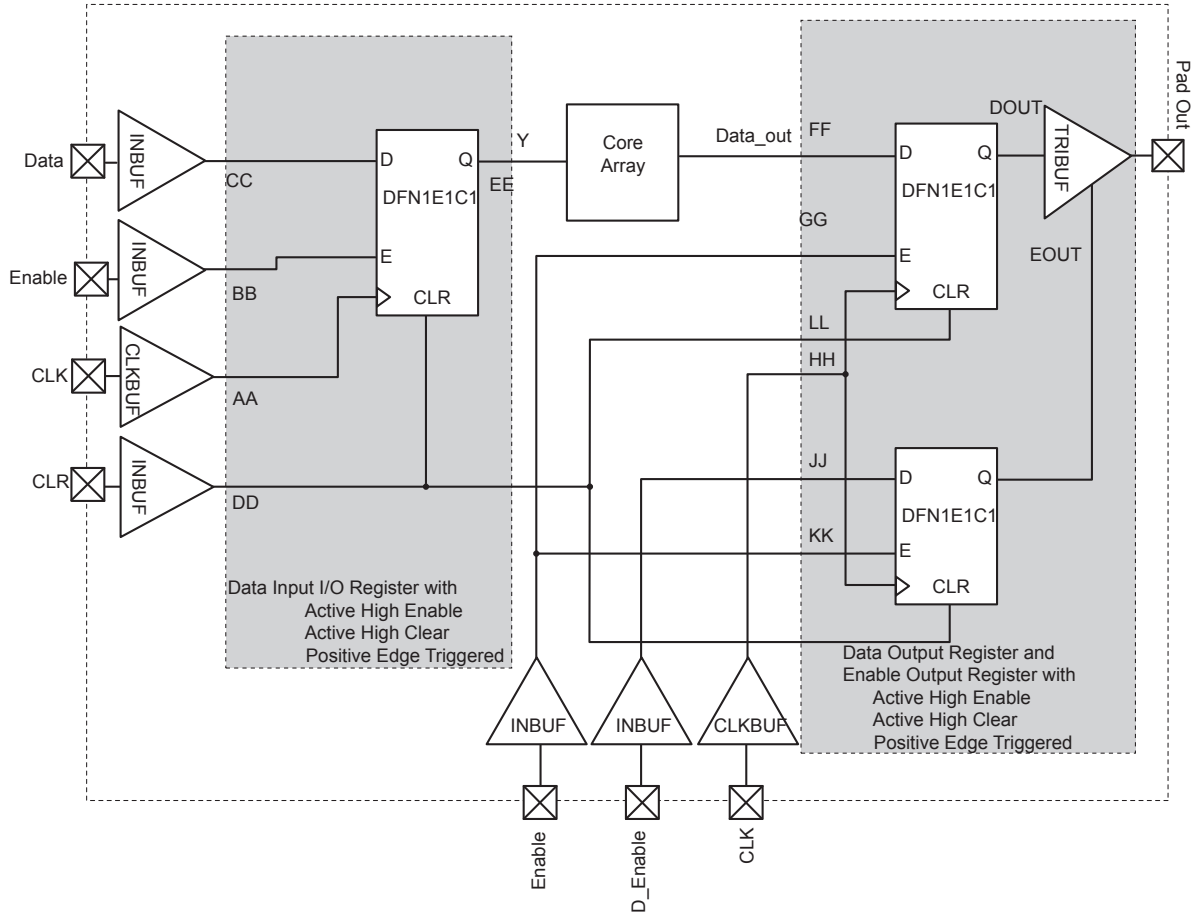

Figure 2-138 **• Timing Model of the Registered I/O Buffers with Synchronous Enable and Asynchronous Clear**
*Note: *See Figure 2-138 on page 2-214 for more information.*